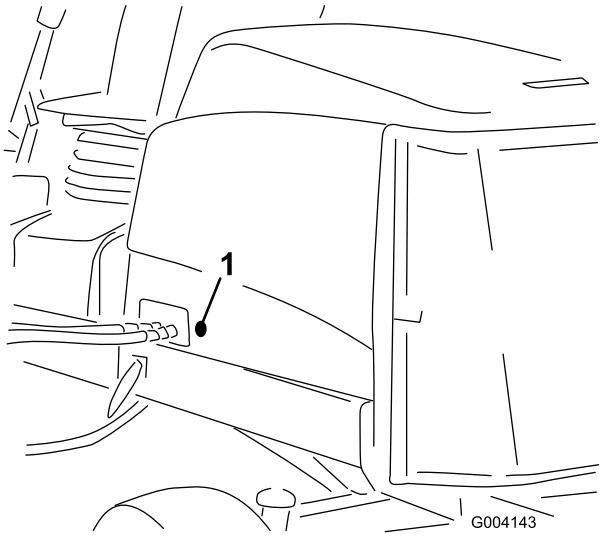

Figuur 15
2. Verwijder de rubberen ring uit de opening in de linkerkant van de motorkap (Figuur 15).